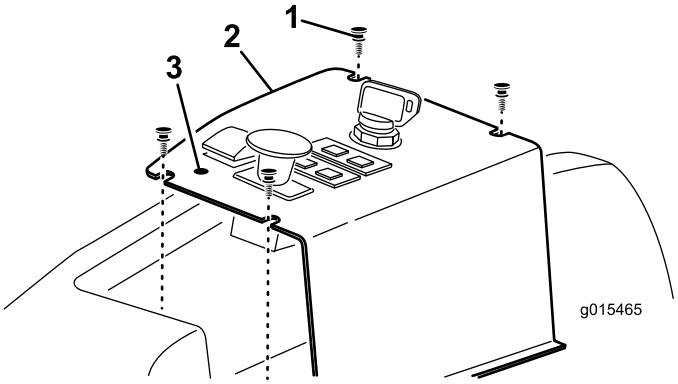

**Figur 13**
1. Lokalisera och punktera försiktigt kontrollpanelens dekal framför lyftbrytaren så att du kommer åt monteringshålet för låsspaken (Figur 13).
2. Ta bort de fyra skruvarna som håller fast kontrollpanelen på maskinen (Figur 13).